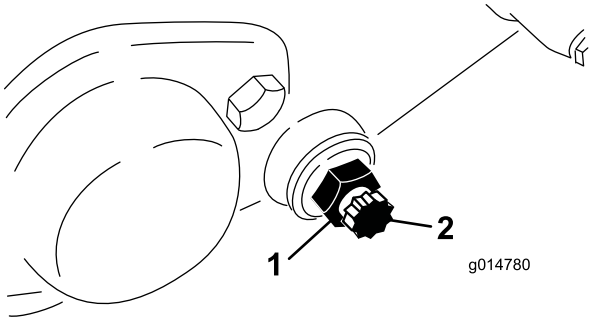

Figura 59
3. Desaperte a porca de bloqueio que segura a cavilha da barra de apoio, em cada um dos lados da máquina (Figura 59).
4. Remova cada uma das cavilhas da barra de apoio, de modo a permitir puxá-la e retirá-la da máquina. Guarde as duas anilhas de nylon e as duas anilhas de aço prensado de cada uma das extremidades da barra de apoio (Figura 59).